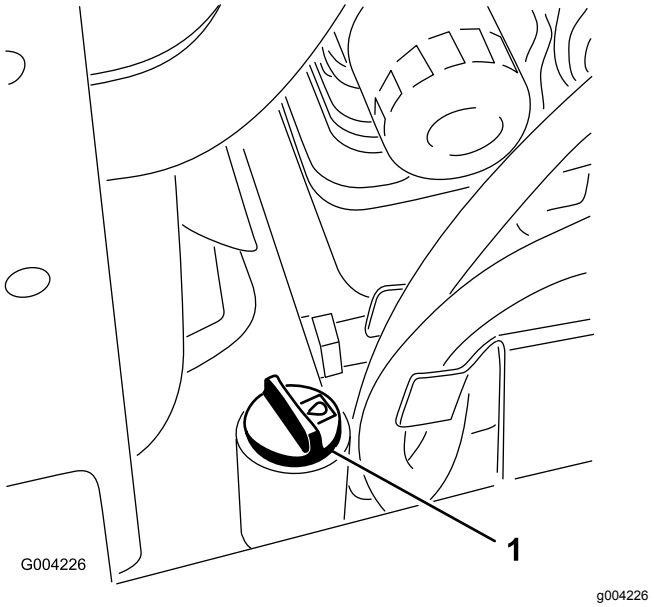

**Figure 59**
5. Clean the area around the filler neck of the hydraulic tank (Figure 59).